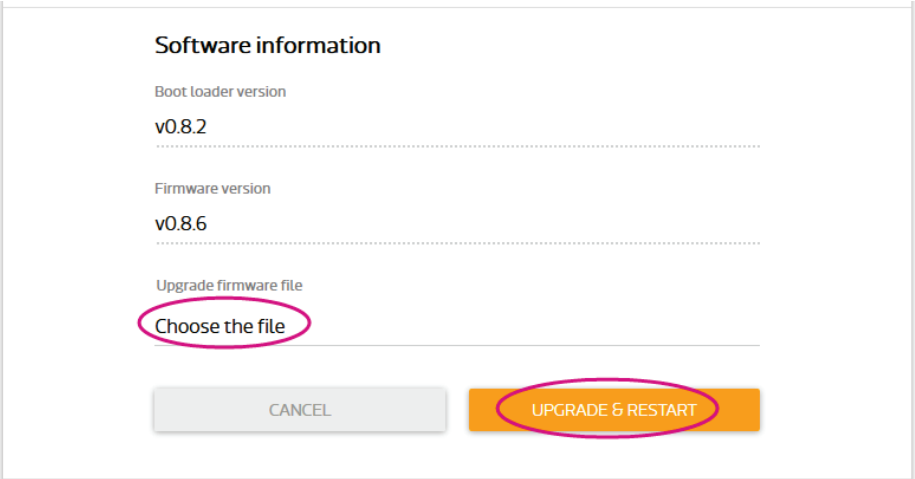

Figure 17 Selecting firmware file
3) Click under **Upgrade firmware file** and choose the `lks7688.img` file. Click **Upgrade & Restart** button as shown in Figure 17.